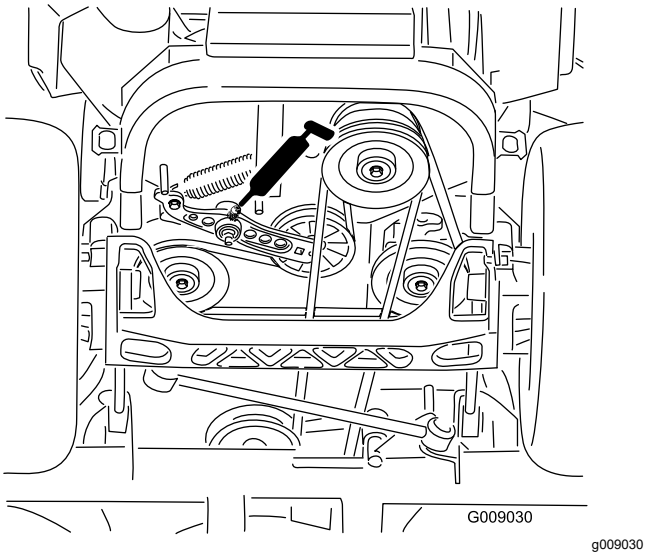

Figur 52
4. Smörj drivremmens mellandrevsarmar (Figur 52).